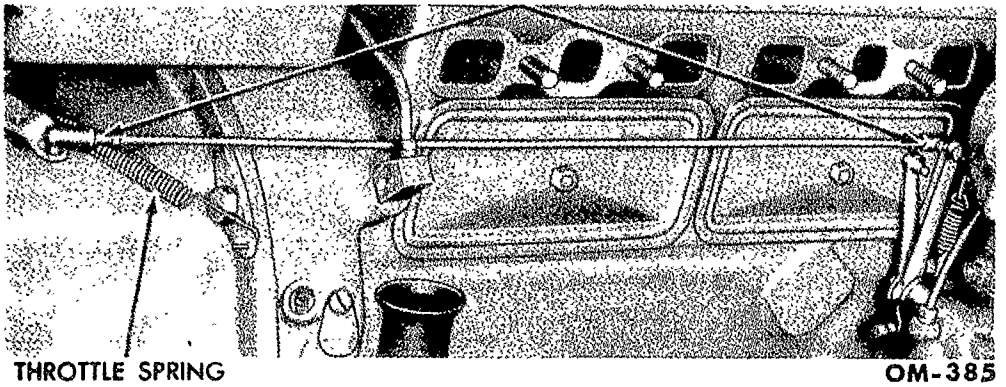

Fig. 55—Governor Linkage Adjustment
(2) *ENGINE SPEED UNDER 2200 R.P.M.* Shorten the governor rod to secure an engine speed of 2200 R.P.M. when the throttle lever is in the maximum speed position (fig. 55). It may be necessary to back off the maximum speed adjustment to adjust the governor rod (fig. 53). Adjust the maximum speed adjustment after the governor rod has been adjusted.